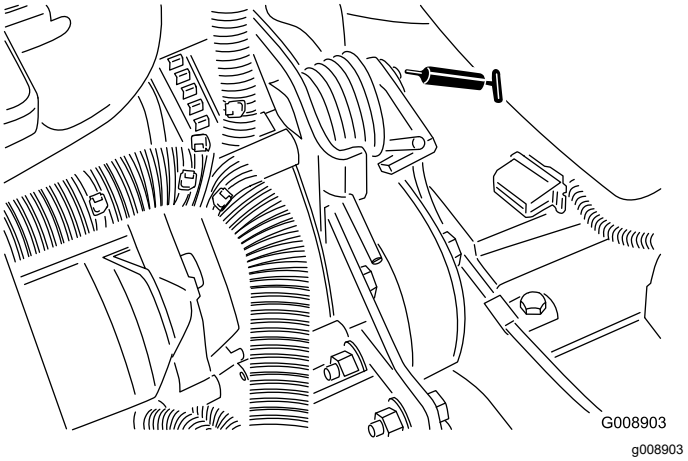

Figuur 69
- Draaipunt riemspanning (Figuur 69)